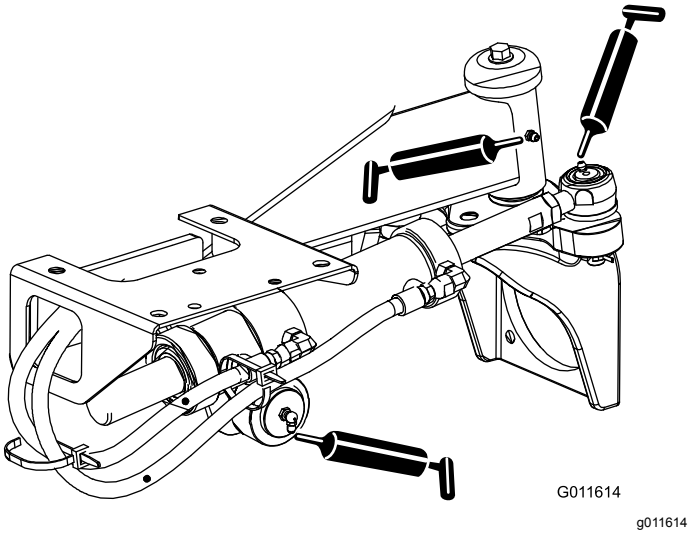

Figur 53
- Styrcylinderns kulleder (2) och bakre axel (1) (Figur 53)